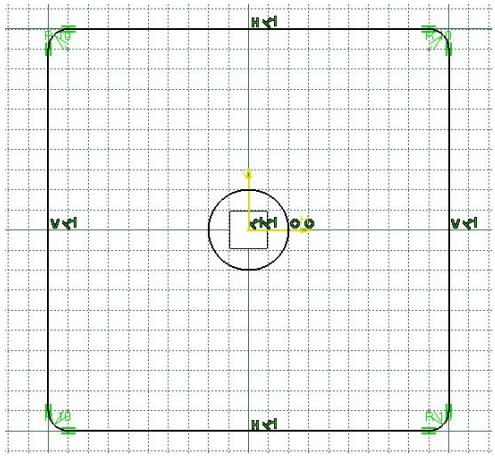

Figure 3-56 *The sketch after drawing the circle*
c. Draw the inner loop of the sketch using the **Circle**, **Elongated Hole**, and **Cylindrical Elongated Hole** tools, refer to Figures 3-56 through 3-58.
sketch, after drawing the circle, is shown in Figure 3-56.